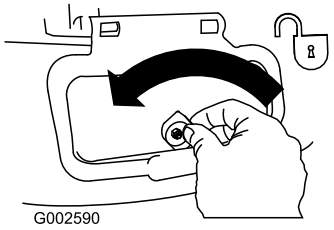

Figura 20
1. Sbloccate lo sportello di scarico laterale (Figura 20).